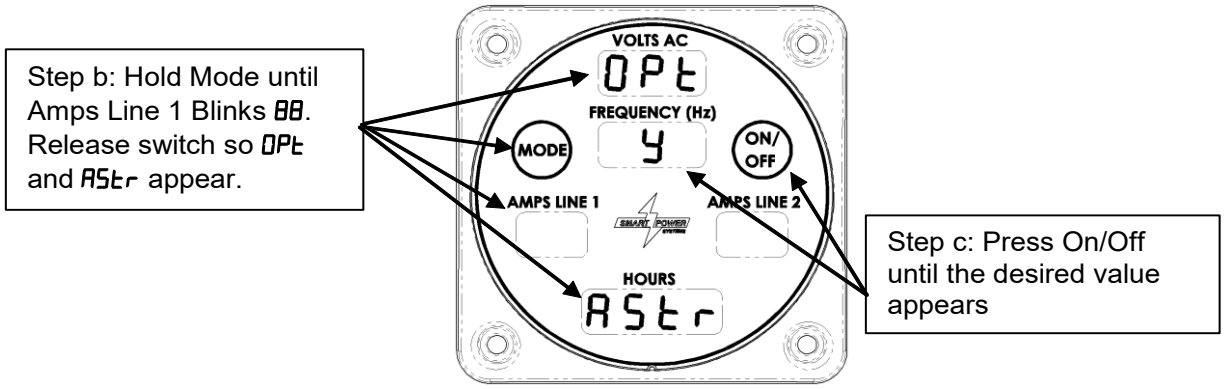

Figure 15 – Auto-start Selection
b. Press and hold the Mode button until the Amps Line 1 field begins blinking 88 (more than 10 seconds). Release the button so OPt and AStr appear. Reference Figure 15.